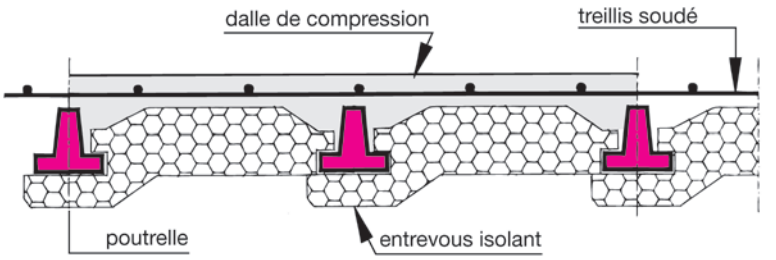

Fig. 33 : Plancher à entrevous polystyrène et languette de recouvrement
- Dalle de compression en BA d'une épaisseur de 5 cm (fig. 33 et 34).